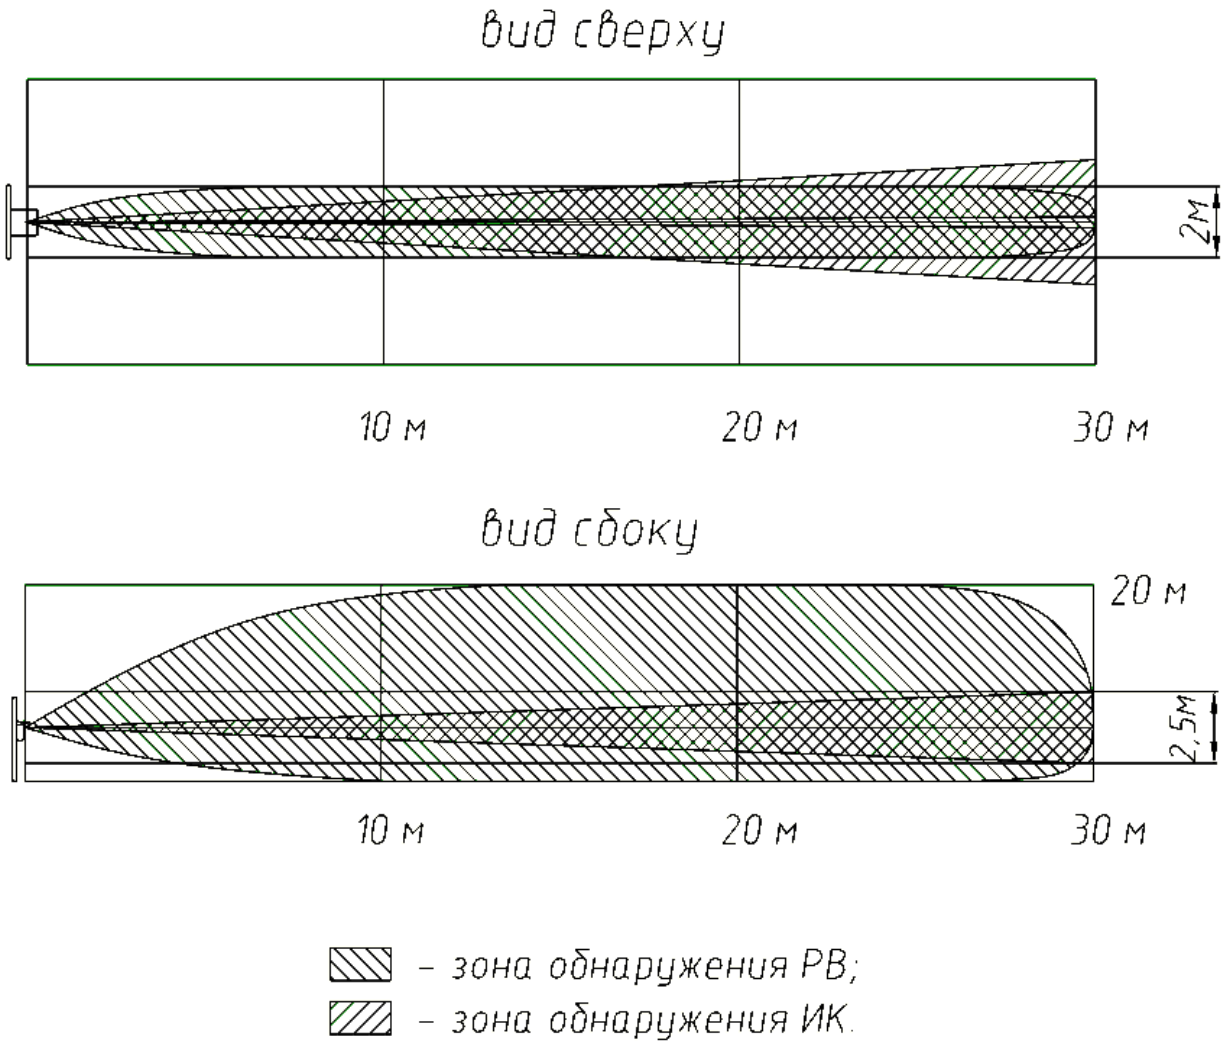

Рисунок 1.1 – Размеры и конфигурация зоны обнаружения извещателей
1.2.1 Каналы РВ и ИК извещателей имеют различную форму зон обнаружения (рисунок 1.1). Зоной обнаружения называется объемно-пространственная часть участка, перемещение в которой объекта обнаружения вызывает извещения о тревоге. Для формирования извещения о тревоге необходимо одновременное пересечение зоны обнаружения РВ-канала и ИК-канала.